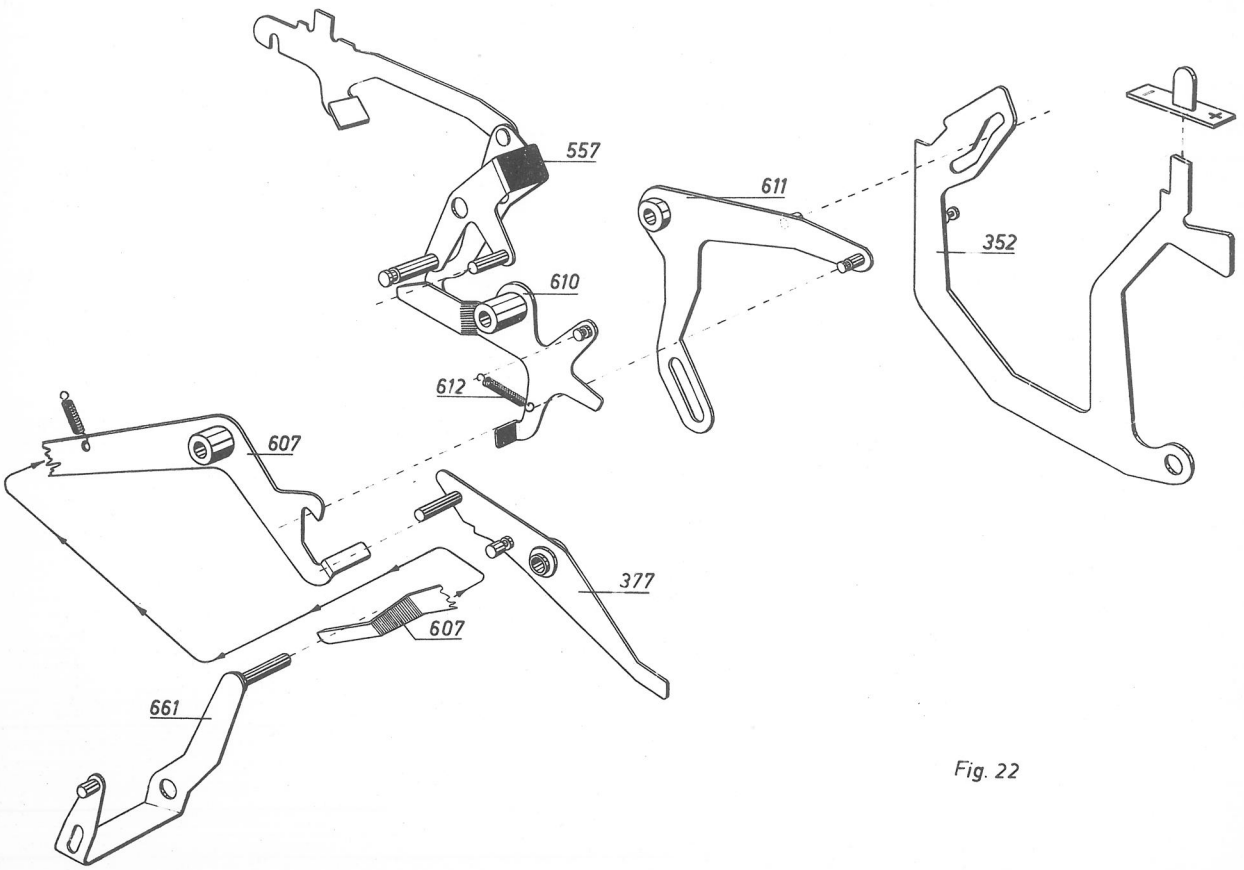

Fig. 22
Obwohl der Bügel (661) schon am Anfang der Extraumdrehung oder des Extrastartes wieder in seine Grundstellung zurückgeht, wird der Hebel (607) von der Sperre (610) so lange gehalten, bis diese ca. am Ende der ersten Hälfte der Extraumdr. oder des Extrastartes von einem Zapfen des Farbbandschaltarmes (557, Fig. 22) ausgekuppelt wird.
Während der Hebel (607) durch die Sperre (610) gehalten wird, hindert er mit seiner Lasche die Sperre (377,Fig.22) am Blockieren des Sub.Winkels (345,Fig.2). Das Rechenwerk kann also in Subtraktionslage schwenken, wodurch Extraumdrehung und Extrastart neg. werden.
4) Funktion der Extraumdrehung und des Extrastartes bei Plusstellung des Hebels (352)
Bei Plusstellung des Hebels (352) liegt die Sperre (610, Fig.22) in ihrer Normallage,wodurch der Hebel (607) nun zusammen mit dem Bügel(661) unmittelbar am Anfang der Extraumdrehung oder des Extrastartes in Ausgangslage (Plus) zurückgehen kann. Die Sperre (377) wird nun nicht am Schwenken gehindert und kann den Subtraktionswinkel (345,Fig.2) blockieren. Das Rechenwerk wird also in Additionslage gehalten, wodurch Extraumdrehung oder Extrastart pos. werden.